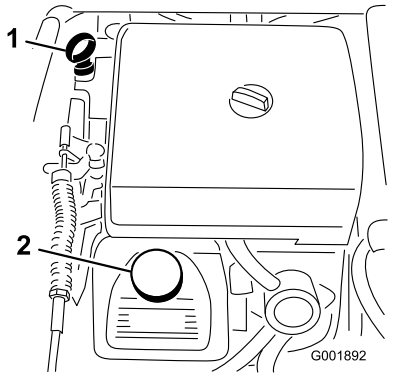

Figur 50
2. Fjern målepinden, og aftør den med en ren klud (Figur 50). Sæt målepinden ned i røret, og sørg for, at den sidder helt i bund. Fjern målepinden, og kontroller oliestanden.
3. Hvis oliestanden er lav, skal påfyldningsdækslet fjernes fra ventildækslet (Figur 50) og olie hældes i åbningen, indtil oliestanden når op til Full-mærket på målepinden. Hæld langsomt olie på, og kontroller niveauet ofte under denne proces. Fyld ikke for meget på.
8. Hæld langsomt cirka 80% af den specificerede mængde olie i oliepåfyldningsrøret (Figur 50).